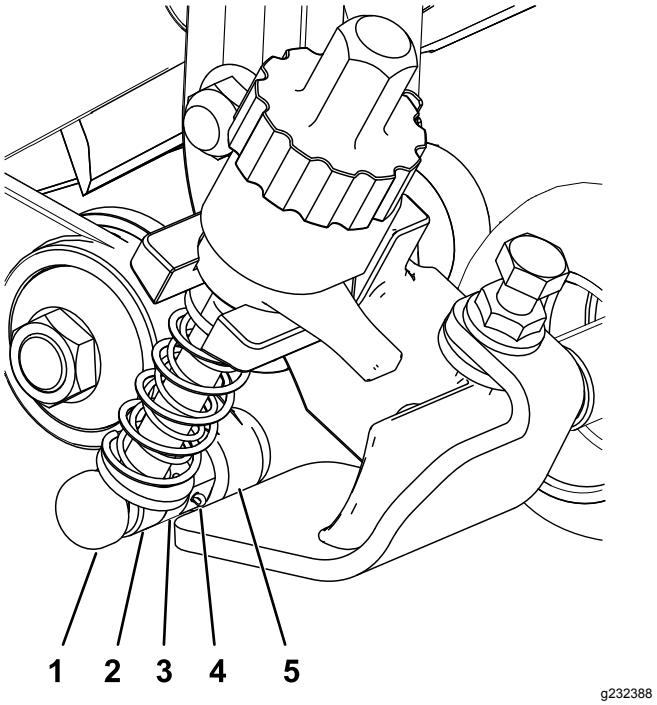

**Figur 13**
6. Dra åt sexkantshuvudet på drivningslådans axel till 135–150 Nm medan cylindern är fastlåst. Se Figur 13.
3. På sidan med mellanremskivenheten: Rikta in klipphöjdsfästets justerarmsstång med justeringskragen på mellanremskivenheten och säkra den med ett justerstift och en saxpinne (Figur 13).